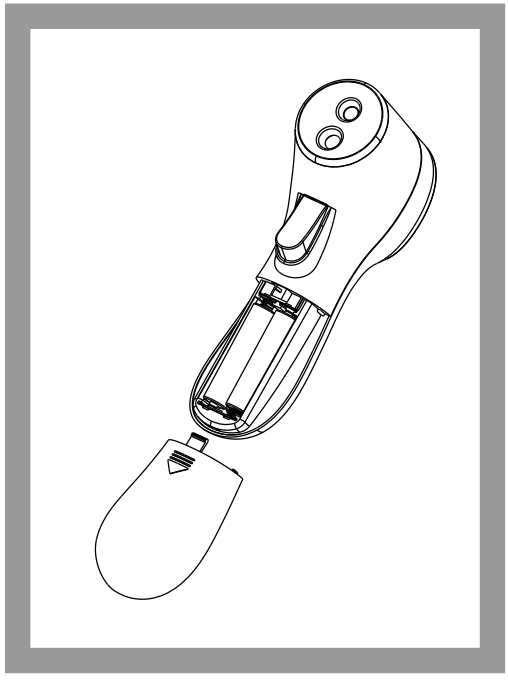

Рисунок 10.
3. Извлеките батарею и установите 2 новые щелочные батареи AAA, как показано на рис. 10.